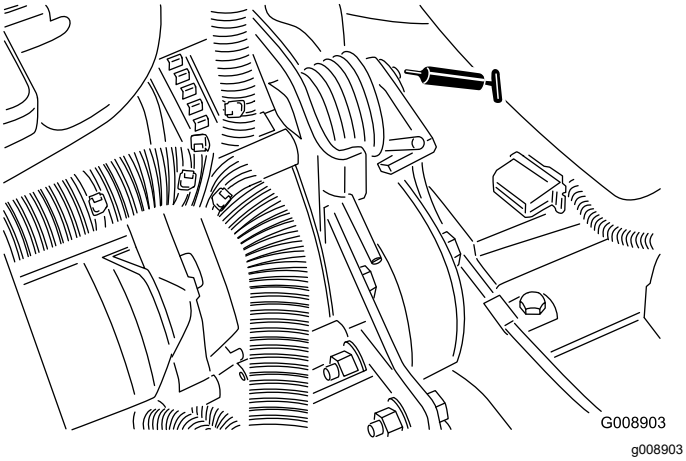

Figura 42
- Perno del tendicinghia (Figura 42)